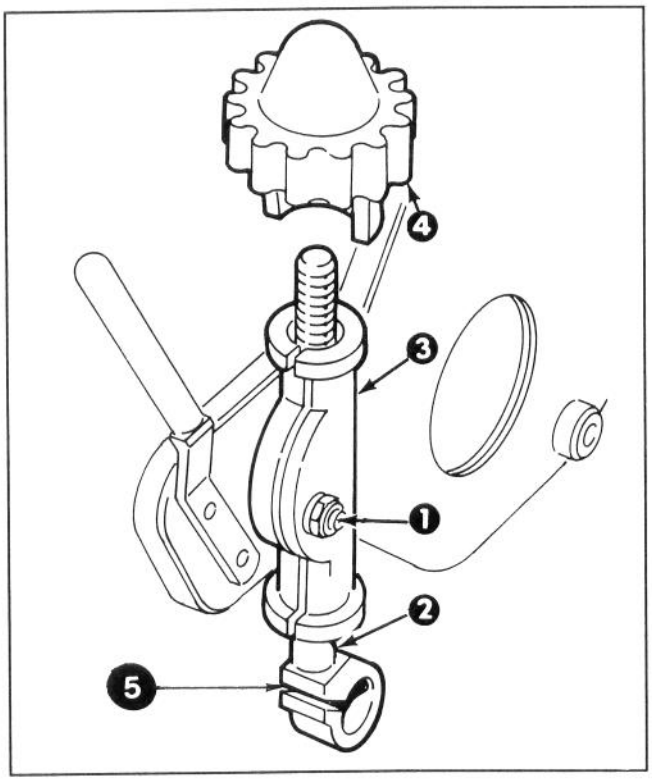

Figure 1
1. Loosen carriage bolts, washers, and locknuts securing roller adjusting screws to height-of-cut brackets (Fig. 1).
2. Loosen height-of-cut adjusting knobs until adjusting screws may be removed from height-of-cut brackets (Fig. 1).
Note: Make sure the opening in roller adjusting screw (Fig. 1) points toward the rear of the cutting unit when a groomer is mounted and points to the front when groomer is not attached.